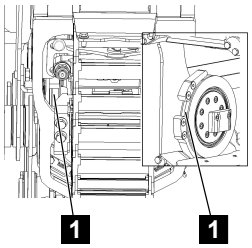

Fig. 204
7. Check the wire ropes through the split rope run-off safety device (Fig.204/1).